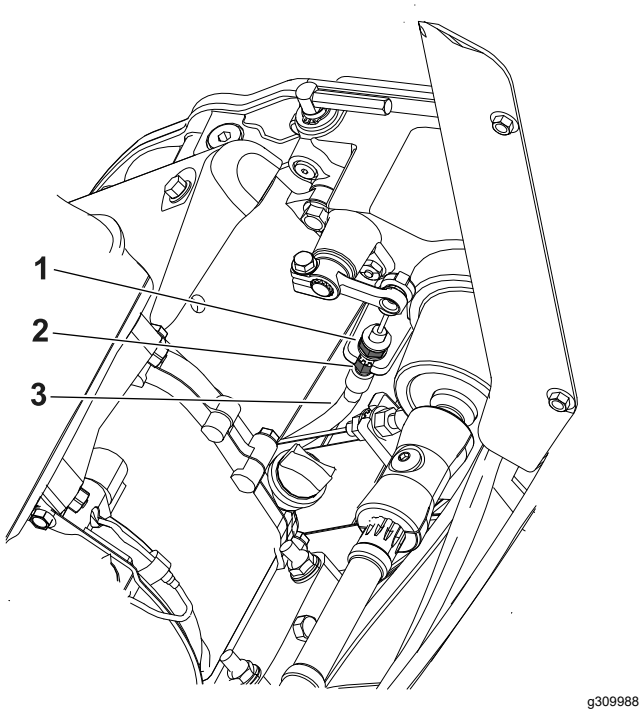

Figuur 33
- Draai om de kabelspanning te verhogen de voorste contramoer op de kabel losser en de achterste contramoer vaster (Figuur 33). Herhaal stap 2 en stel indien nodig de spanning af.
- Draai om de kabelspanning te verminderen de achterste contramoer losser en de voorste contramoer op de kabel vaster (Figuur 33). Herhaal stap 2 en stel indien nodig de spanning af.